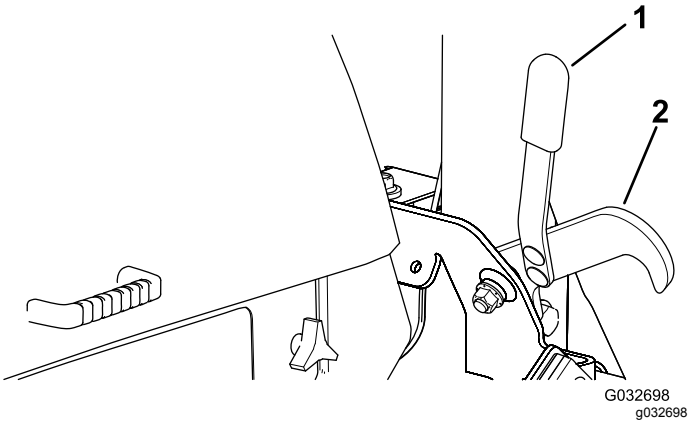

Figur 46
2. Använd handtaget och haka loss hakarna som håller däcken i det upphöjda läget (Figur 46).